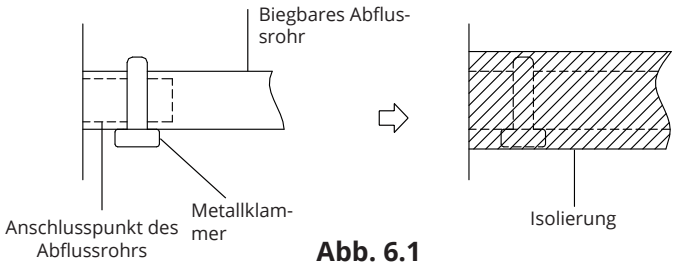

Abb. 6.1
2. Befestigen Sie die Mündung des Abflussrohrs am Ablaufröhrchen des Geräts. Decken Sie die Mündung des biegbaren Rohrs ab und sichern Sie diese mit einem Rohrkragen. (Abb. 6.1)